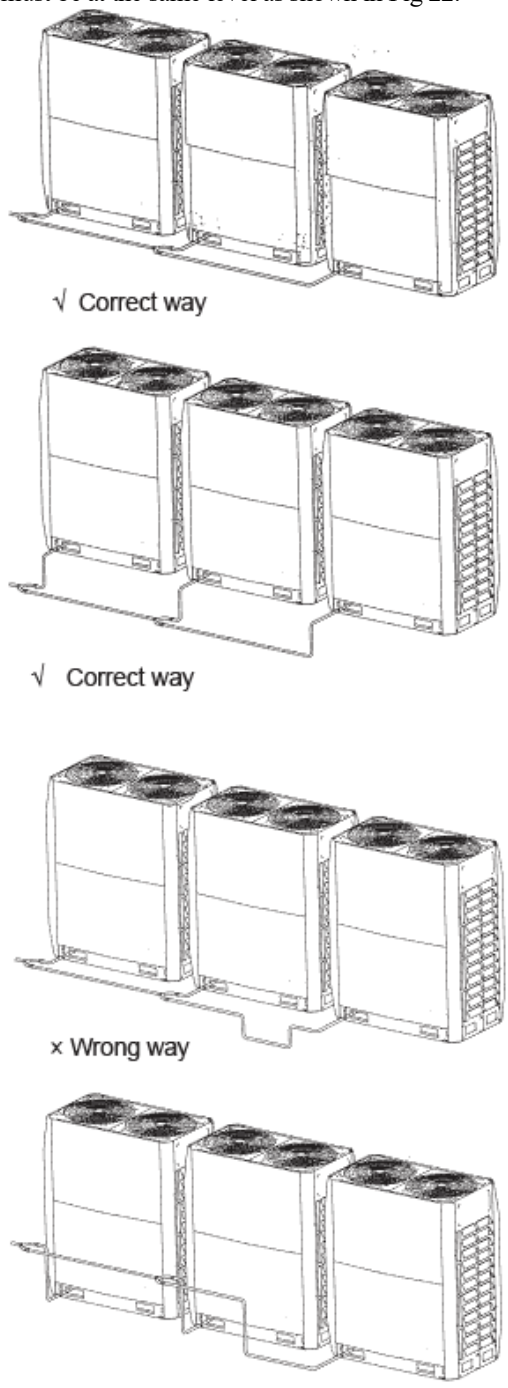

Fig. 22 —Correct Refrigerant Pipe Setup
3. All connecting pipes coming out of the outdoor units must be at the same level as shown in Fig 22.